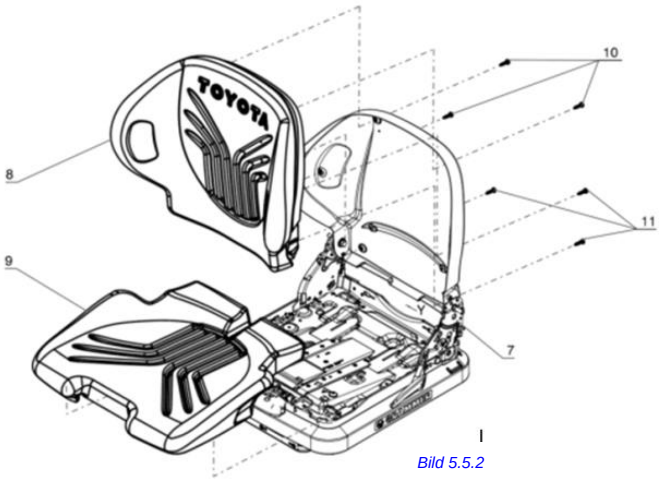

Bild 5.5.2
- Bei ähnlichen Teilen mit unterschiedlichen Sachnummern muss jedes Teil mit Positionsnummer aufgeführt werden *(siehe Bild 5.5.2).*